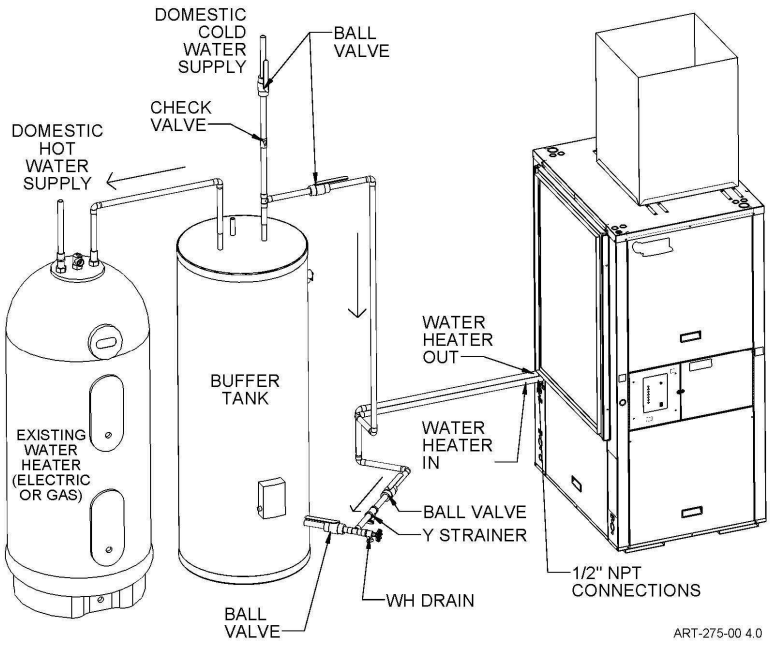

Figure 7A – Desuperheater, Single Tank Concept
9. Northern Heat Pump strongly suggests a water heater buffer tank, Figure 7, for the maximum efficiency from the provided desuperheater module. The Figure 7A single tank plumbing and application is shown for information only.